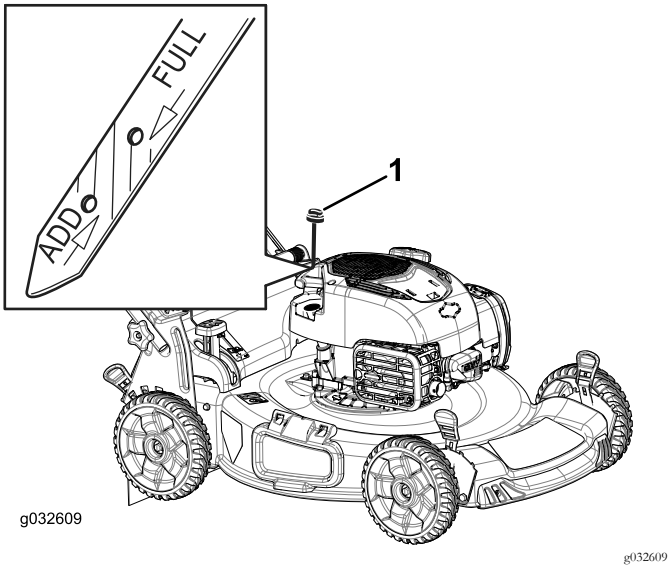

Figuur 10
1. Verwijder de peilstok (Figuur 10).
2. Giet langzaam olie in de vulbuis totdat het peil de VOL-markering op de peilstok (Figuur 10) bereikt. **Niet te vol vullen.**